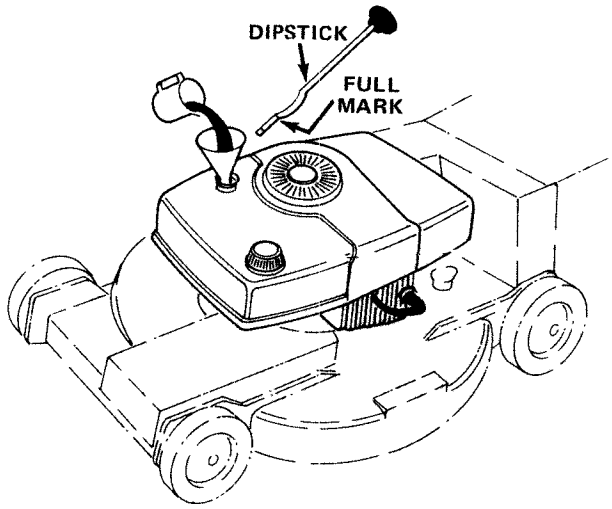

Figure 35
10. Fill crankcase with oil (Fig. 35): refer to Fill Crankcase With Oil, page 7.